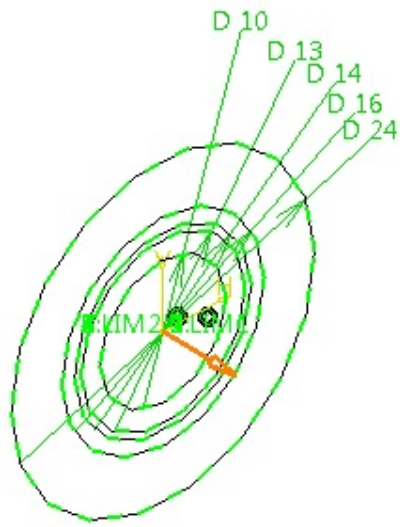

Figure 5-86 *Direction of extrusion of sketch*
3. Click on the arrow displayed on the sketch to flip the direction of extrusion if it is not as shown in Figure 5-86.